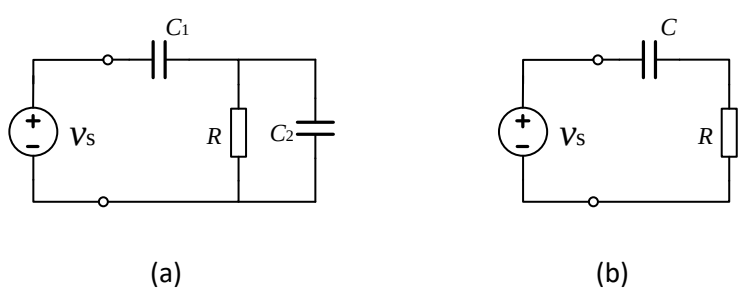
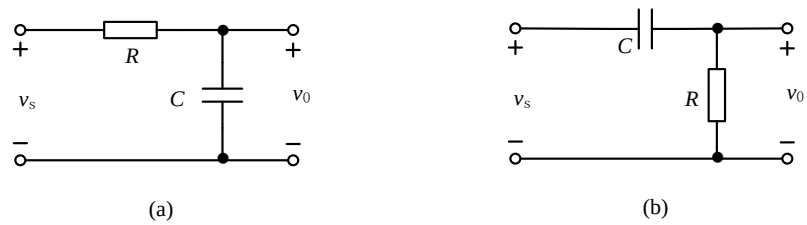

Figure 1: Circuits in parallel (a) and in series (b)
Figure 2: Circuits in low-pass (a) and in high-pass (b)
• Build the circuit shown in Fig.1 with **Function Waveform Generator** as voltage source v_S. Use **Digital Oscilloscope** to observe the input voltages and output currents from the source, and measure the maximum value (or rms) of voltages (currents are actually measured by voltages across a resistor) and phase differences at the selected frequencies. Driving point impedance then can be calculated at each frequency.
• Build the circuit shown in Fig.2 with **Function Waveform Generator** as voltage input v_S and voltage v_O as output. Use **Digital Oscilloscope** to observe and measure the value of voltages and phase differences at the selected frequencies. Then transfer voltage gain can be calculated at each frequency.
• Use phasor analysis method to determine the driving point impedance shown in Fig.1(a) and (b), respectively. Given R=1.2kΩ, C1=0.47μF, C2=0.047μF in Fig.1(a), calculate the amplitude and the phase of the impedance at frequency 500Hz, 2kHz, 4kHz and 10kHz. Given R=510Ω, C=0.1μF in Fig.1(b), repeat the calculation above at frequency 200Hz, 2kHz, 5kHz and 10kHz.
• Use phasor analysis method to determine the voltage gain in the circuit shown in Fig.2(a) and (b), respectively. Given R=5.1kΩ, C=0.047μF, calculate the amplitude of the transfer function and its phase with respect of frequency. Express the amplitude in dB.
Use Multisim 14.0 to simulate your circuits. Employ a **Bode Plotter** to observe frequency response. Connect the input signal to 'in' connector and output signal to 'out' connector. Set 'Mode' to 'Magnitude' or 'Phase'. Set measure type on 'Horizontal' and 'Vertical' to log or linear. Set the range of frequency. Run the software and observe the plot. Use curser to find the corresponding amplitude and phase of the transfer function in Fig.1 and Fig.2 at given frequencies. Don't forget to find out the frequency at which the voltage gain is -3dB (or 0.707) in Fig.2. Compare the results with those that you have calculated. Output the Bode plots of each transfer function as a record.
In this laboratory, you will learn how to use oscilloscope to measure driving point impedance. Build the circuit shown in Fig.1 on breadboard. Select a resistor with small resistance (if needed) to measure its voltage and then apply phasor Ohm's Law to get its current. The procedure includes the following steps:
(ii) Build the circuit shown in Fig.1(a) and then (b) on breadboard and connect the instruments correctly.
(iv) Record the waveform and ellipse shape from Fig.1(b) at 2kHz on which the original data should be shown.
In this laboratory, you will learn how to use oscilloscope to measure transfer function amplitude in dB and Np. Build the circuit shown in Fig.2 on breadboard. The procedure includes the following steps:
(i) Build the circuit shown in Fig.2(a) on breadboard and connect the instruments correctly.
(i) Build the circuit shown in Fig.2(b) on breadboard and connect the instruments correctly.
1) While measuring the driving point impedance in Fig.1(b), is a small resistor needed to measure the current? Why?
3) While measuring the driving point impedances, use the Digital Multi-meter to replace the Digital Oscilloscope in Fig.1(a) and (b). Are there any differences in the use of two instruments?